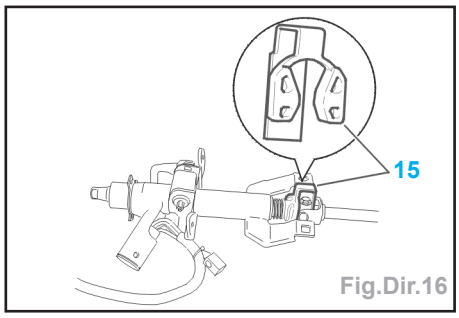

Fig.Dir.16
Attention : Les colonnes de direction sont livrées avec une cale antibrisure (15) pour protéger le cardan pendant les opérations de manutention (Fig.Dir.16) retirer la cale (15) après la repose de la colonne de direction.